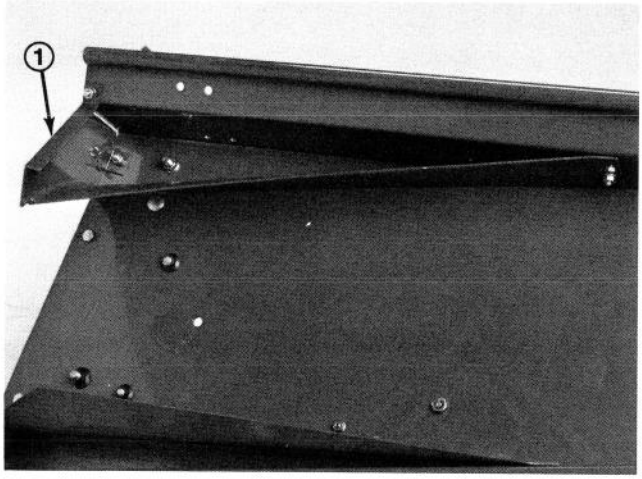

Figure 7
4. Secure front right corner of front mounting bracket and top tab of deflector to deck with a 5/16 – 18 x 1" lg. capscrew and locknut (Fig. 7).